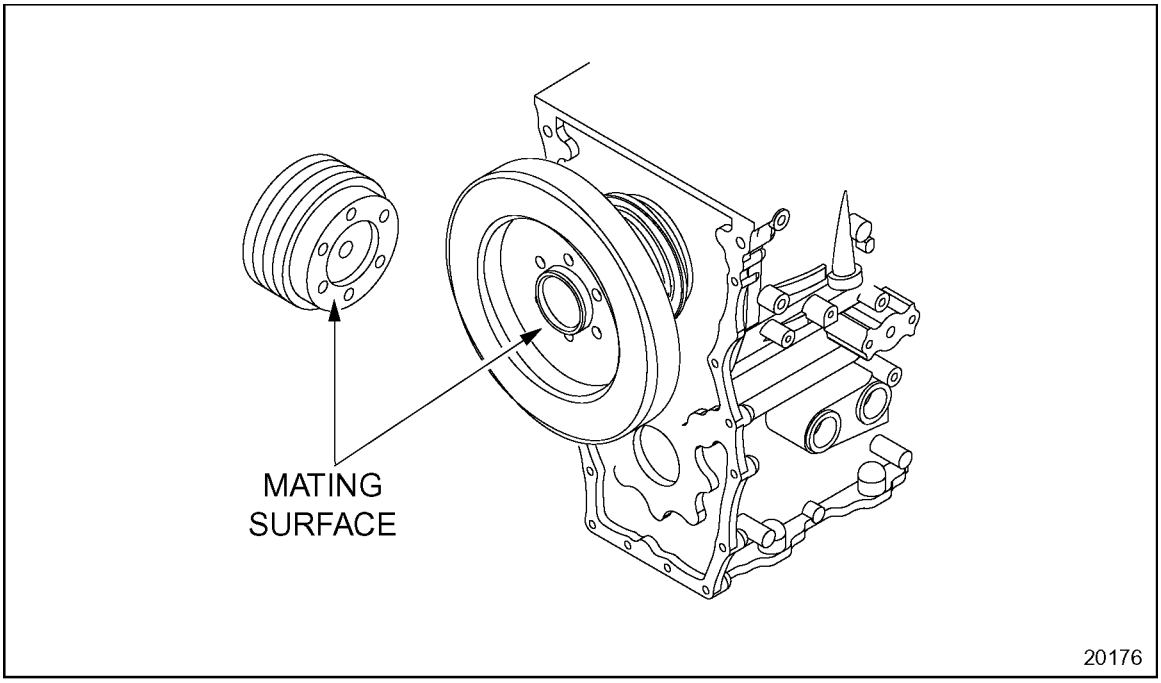

Figure 1-237 Crankshaft Pulley and Vibration Damper Inspection
4. Inspect the direct-mounted pulley (or spindle) and vibration damper inner contact surfaces. See Figure 1-237.
[a] Check for galling or burrs. See Figure 1-237.